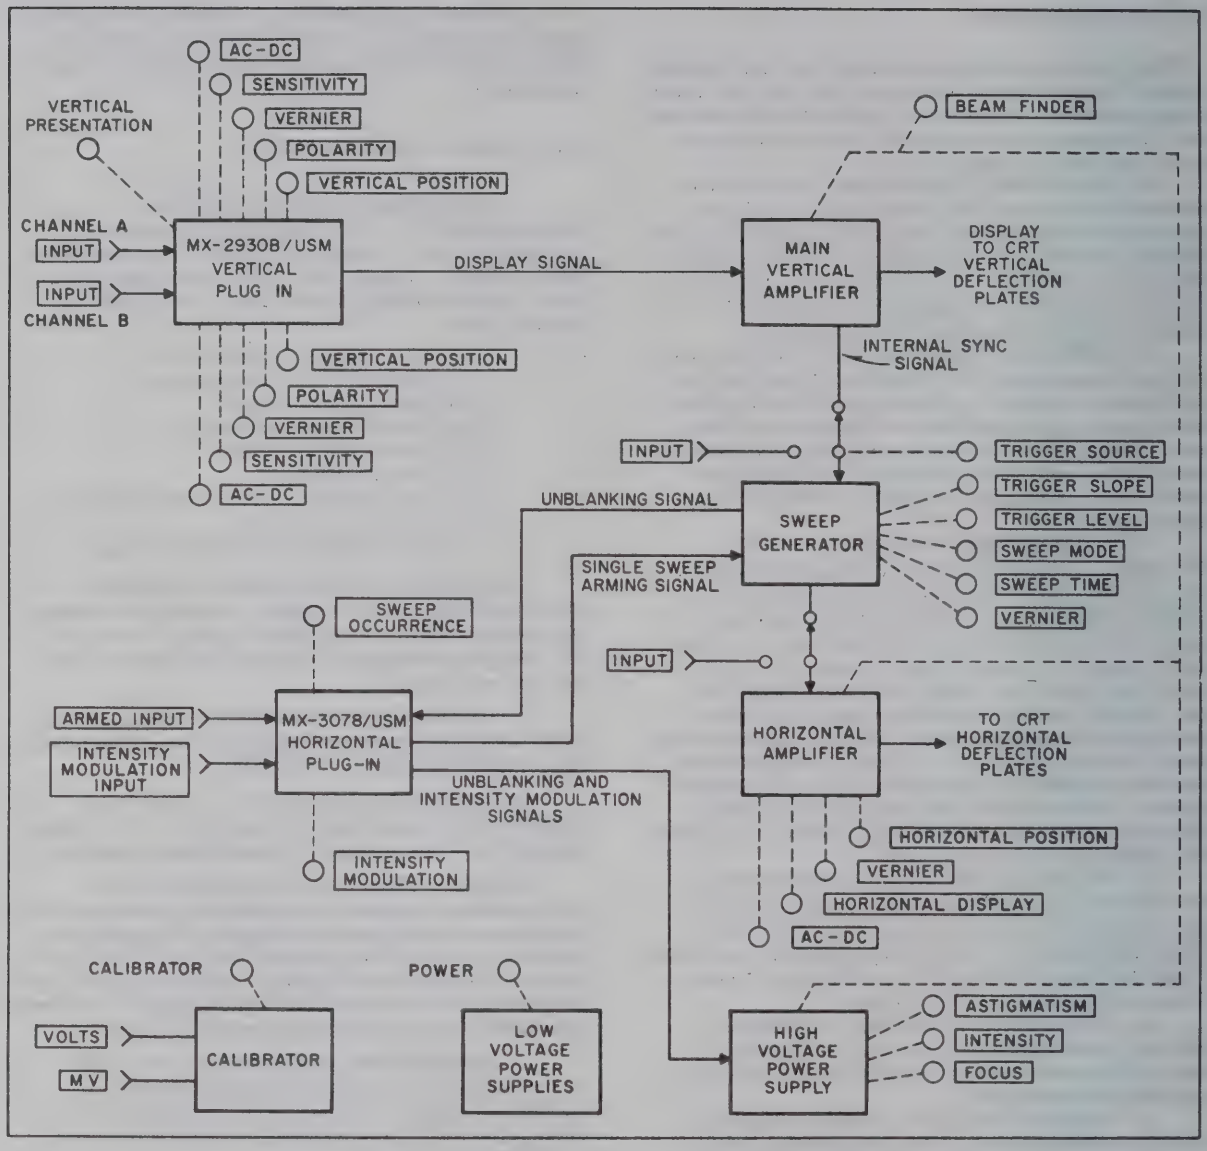

Figure 4-1. Overall Functional Block Diagram
a. FUNCTIONAL DESCRIPTION OF OSCILLOSCOPE. - The oscilloscope produces a graphical picture of applied voltage variations on the face of a CRT. Figure 4-1 is an overall functional block diagram of the oscilloscope. The functional sections are:
(1) Low-Voltage Power Supply
(2) High-Voltage Power Supply
(3) Beam Finder Circuit
(4) Main Vertical Amplifier
(5) Horizontal Amplifier
(6) Sweep Generator
(7) MX-3078/USM Horizontal Plug-In
(8) Calibrator Circuit
(9) MX-2930B/USM Vertical Plug-In